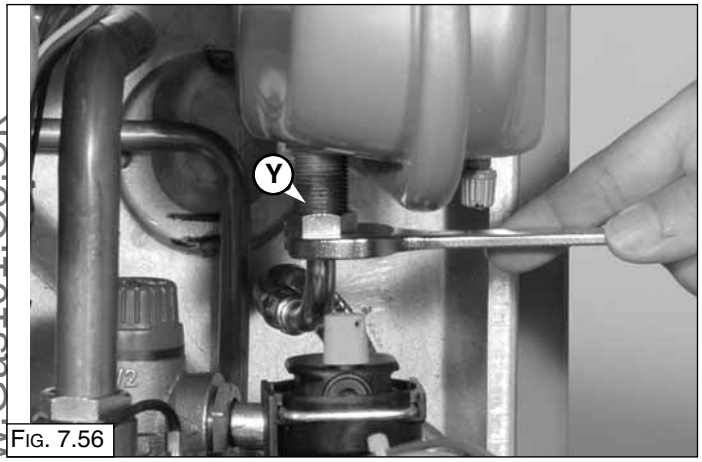

Fig. 7.56
2. Loosen nut **"Y"** (Fig. 7.56);